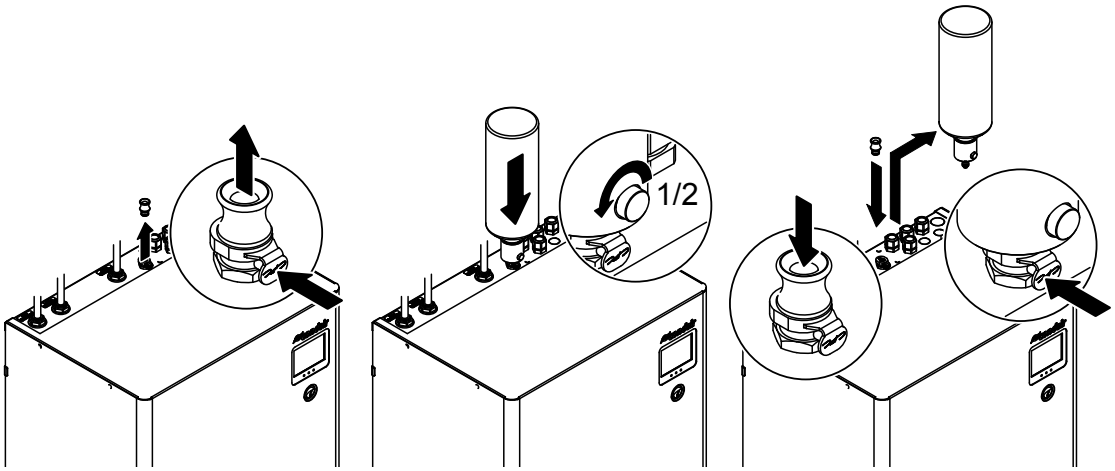

Abb. 20: Entkalkungsmittel einfüllen
a. Entfernen Sie den weissen Verschluss-Stutzen vom Service-Adapter der Hydraulikeinheit (siehe *Abb. 20*).
d. Nachdem die Flasche entleert ist, drücken Sie auf den Entriegelungsmechanismus (siehe *Abb. 20*) und entfernen Sie die Flasche. Stecken Sie anschliessend den weissen Verschluss-Stutzen wieder in den Service-Adapter.